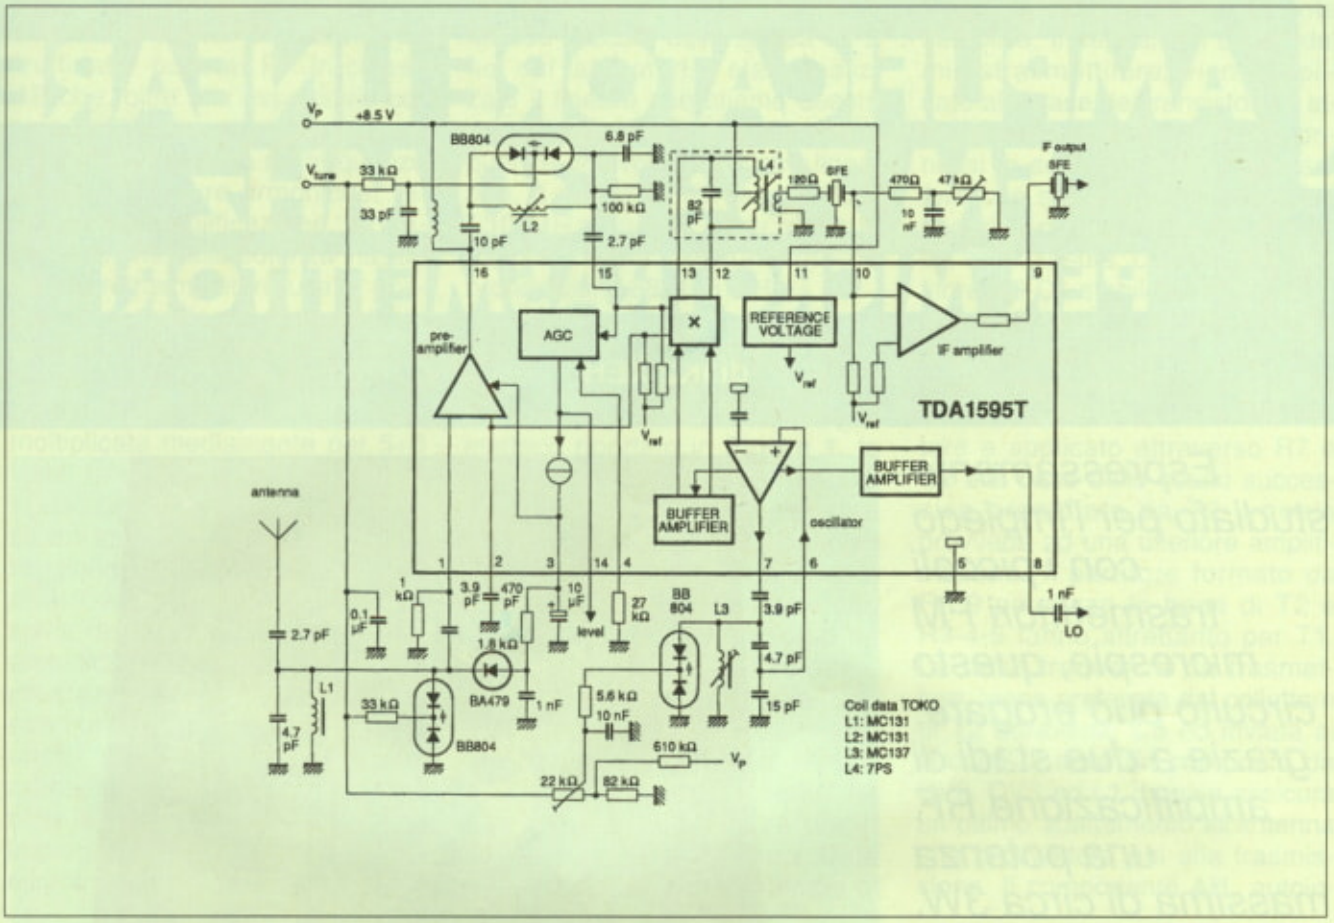

Figura 2. Schema del front-end FM TDA1595T prodotto da Philips.
Tra le richieste che giungono a MHz, quella di Francesco G. di Ancona è piuttosto particolare in quanto riguarda un intero stadio front-end per autoradio che, essenzialmente, è identico a quello dei normali radioricevitori domestici. Riportiamo volentieri l'applicazione richiesta che abbiamo tratto pari pari da un data sheet della Philips, anche perché questo circuito può benissimo essere il completamento di quello indicato nella risposta precedente. Come si può vedere dallo schema elettrico di **Figura 2**, il TDA1595 è un vero e proprio tuttofare in quanto ingloba uno stadio preamplificatore-miscelatore, uno stadio di controllo automatico di guadagno (AGC),un oscillatore e gli stadi d'uscita in frequenza intermedia. Il preamplificatore d'ingresso è configurato in base comune per un perfetto disaccoppiamento tra l'ingresso e l'uscita; il mixer è un moltiplicatore a doppio bilanciamento con l'ingresso ad emettitore comune. Lo stadio AGC comprende un rivelatore di radiofrequenza controllato dal segnale d'ingresso del mixer ed un amplificatore che, a sua volta, controlla la radiofrequenza del preamplificatore RF attraverso l'uscita sul pin 3 ed un diodo PIN esterno. L'operazionale che forma l'oscillatore possiede ingressi differenziali per poter abbattere la seconda armonica ed un buffer interno porta al terminale 8 la frequenza dell'oscillatore locale (LO) per l'eventuale pilotaggio di un sintetizzatore: questa uscita è a bassa impedenza. Il segnale a frequenza intermedia, disponibile sul terminale 10, viene sintonizzato da un filtro ceramico e dal circuito accordato con L4, quindi attraverso l'amplificatore lineare IF raggiunge il terminale 9 sul quale è disponibile per i circuiti che seguono, presumibilmente dotati, a loro volta, di un filtro ceramico. Ed infine ecco alcune tra le più importanti caratteristiche del circuito: tensione di alimentazione sul pin 11 di 8,5 V; assorbimento di 28 mA; guadagno di 36 dB; impedenza d'uscita dello stadio FI di 330 Ω.